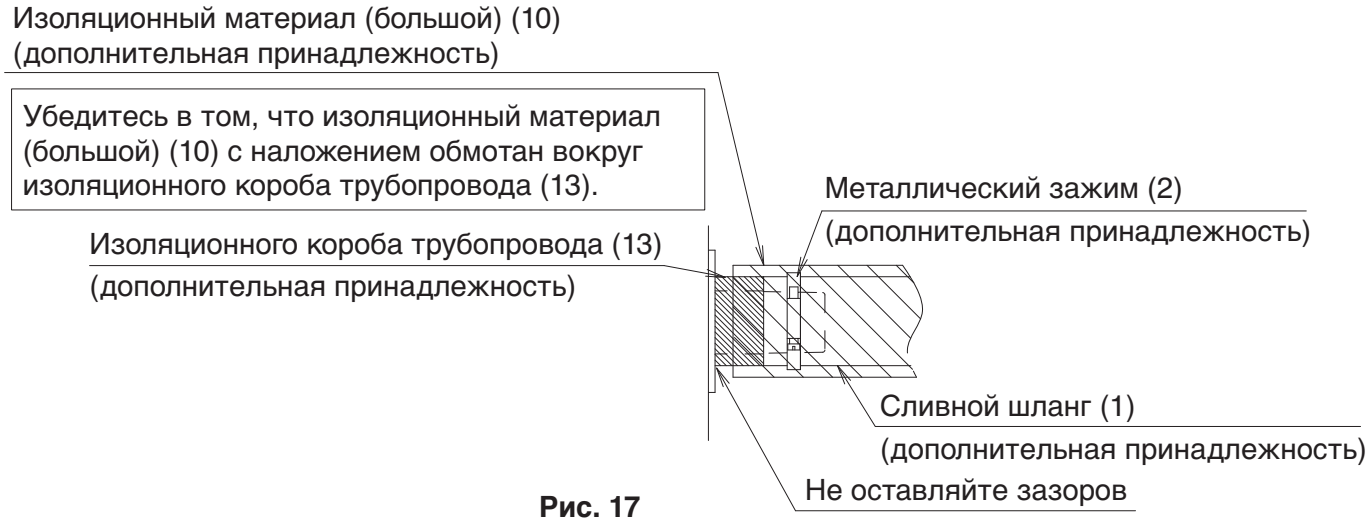
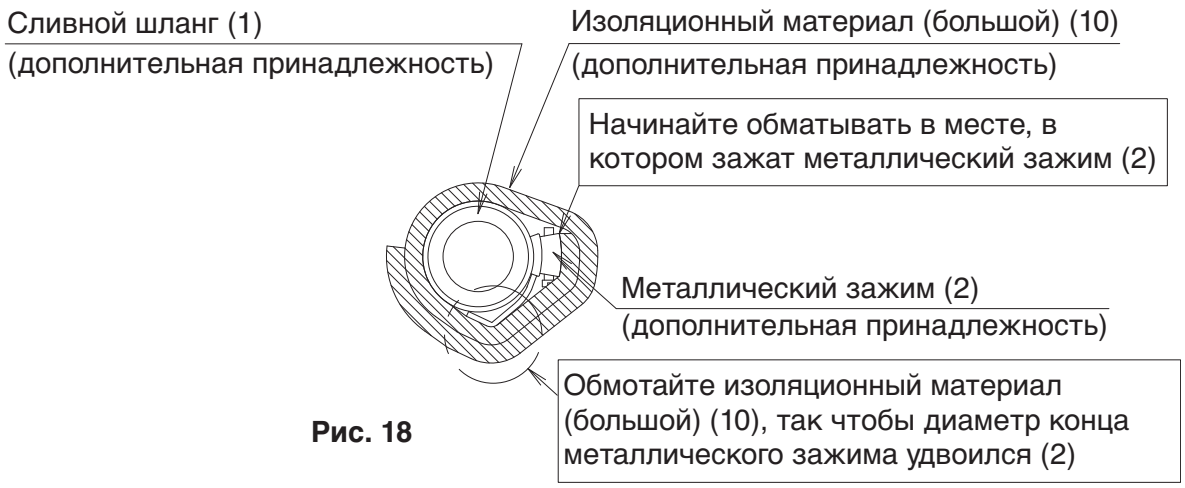

Рис. 17
Рис. 18
(3) Может иметь место конденсация, которая, в свою очередь, может вызвать утечку воды. Следовательно, следует убедиться в том, что были заизолированы следующие 2 места (дренажный трубопровод и дренажные гнезда в помещении).
После проверки дренажного канала поместите соединенную с его входным отверстием защитную крышку (13), показанную на **Рис. 17**, и затем изолируйте сливной шланг (1) и металлический зажим (2) при помощи широкого уплотнителя (10), показанного на **Рис. 18**.